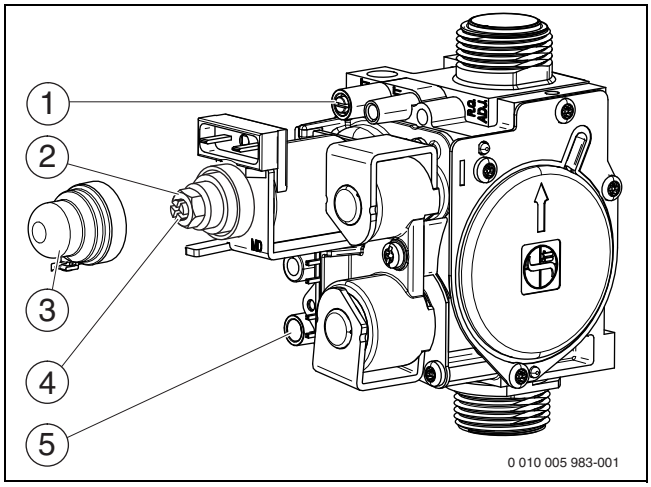

Рис. 31 Газовая арматура
- Отверните уплотнительный винт штуцера измерения давления на форсунках (рис. 31, [1]) и подсоедините U-образный манометр.
- Снимите крышку (рис. 31, [3]).
- Значение «max» давления (мбар) на форсунках приведено в таб. на стр. 42. Установите давление на форсунках регулировочным винтом максимального расхода газа (рис. 31, [2]). Поворот направо - больше газа, поворот налево - меньше газа.
- Значение «min» давления (мбар) на форсунках приведено в таб. на стр. 42. Установите давление на форсунках регулировочным винтом минимального расхода газа (рис. 31, [4]).
- Выключите котёл и закройте газовый кран, отсоедините U-образный манометр и заверните уплотнительный винт (рис. 31, [1]).
- Отверните уплотнительный винт на штуцере измерения подаваемого давления газа (рис. 31, [5]) и подсоедините манометр.
- Установите и опломбируйте крышку (рис. 31, [3]).
- Снимите заглушку с измерительного штуцера дымовых газов (→ рис. 31, [1]).